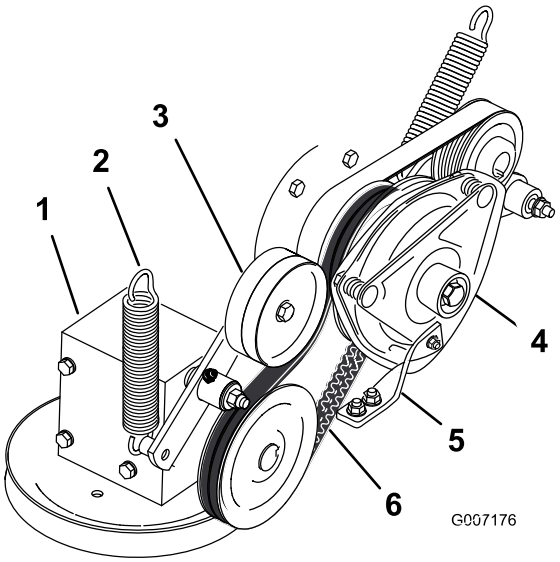

Figur 73
4. Tag fjederen af styrearmen (Figur 73).
7. Monter kraftudtagets drivrem omkring koblingens remskive og gearkassens remskive (Figur 73).
9. Monter fjederen på styrearmen (Figur 73).